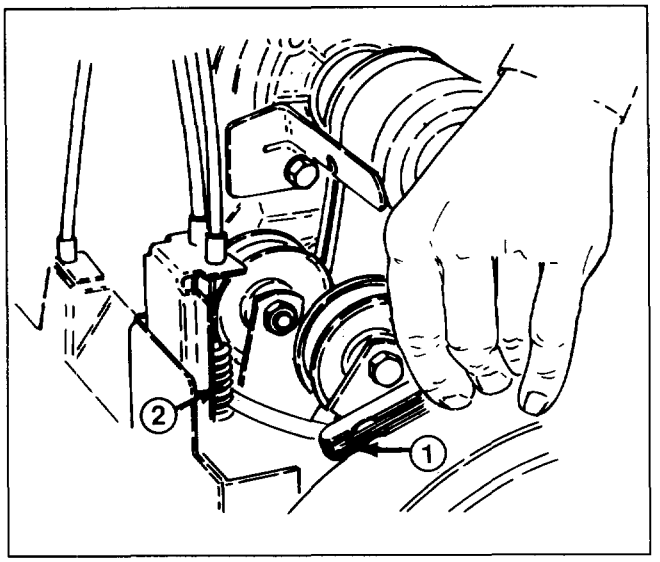

Figure 28
3. CHECKING IMPELLER CABLE ADJUSTMENT— Depress the auger/impeller control lever on the right hand grip. Hold the lever and insert a .010" (.25 mm) feeler gauge between a coil in the center of the spring (Fig. 28). Adjust the cable to achieve .010" (.25 mm) gap between the coils.